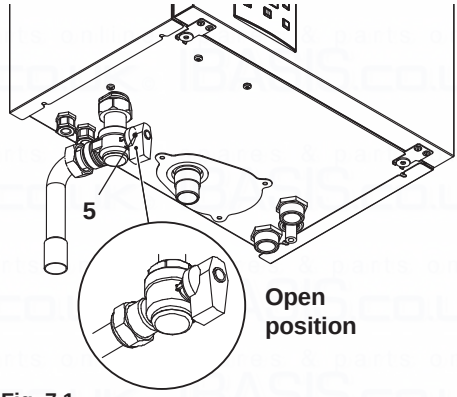

Fig. 7.1
- Open the gas cock 5(Fig. 7.1) on the appliance and check the gas connector on the appliance for leaks.